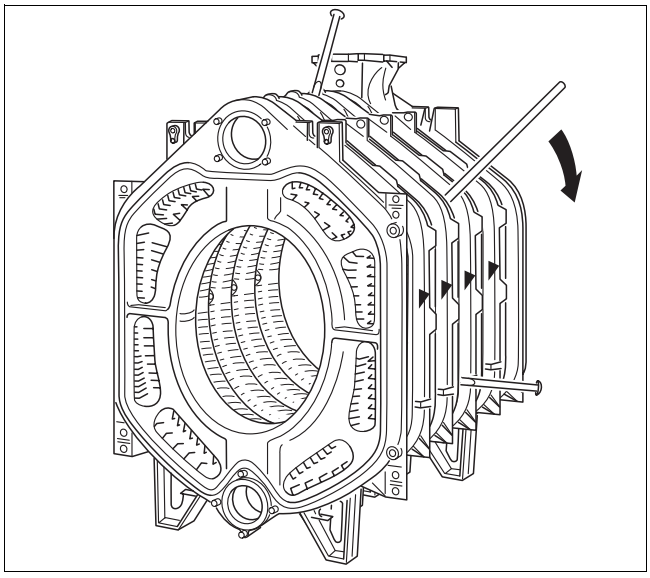

Bild 25 Kesselblock trennen
- Durch Eintreiben (Einschlagen) von Flachkeilen oder Meißeln an den vorgegebenen Stellen, oben und unten zwischen den Gliedern, den Kesselblock an der undichten Stelle trennen (→ Bild 25).